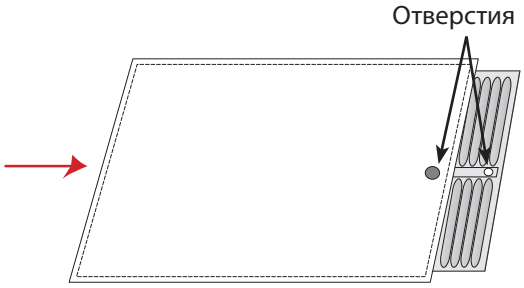

Рисунок 1
- Поместите оболочку стороной с отверстием вверх и вставьте пластину фильтра, совместив отверстия в пластине и в оболочке (рисунок 1).